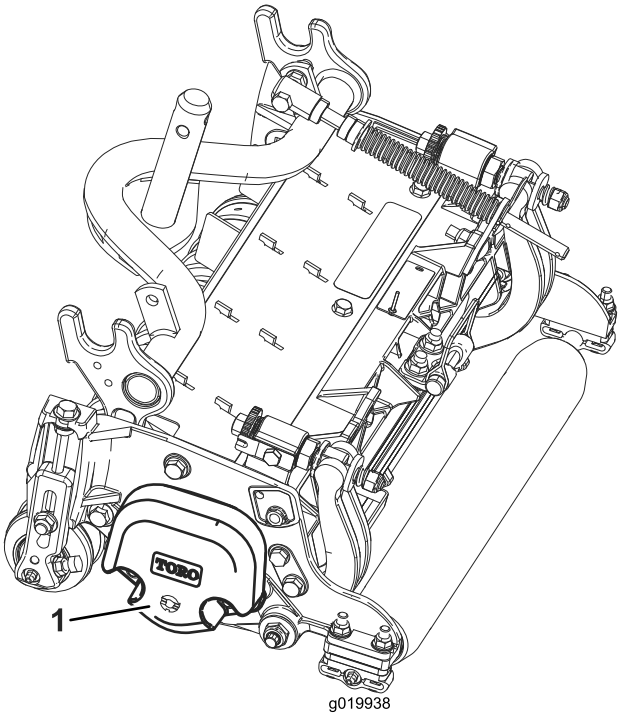

**Figuur 3**
4. Zorg ervoor dat het contragewicht (Figuur 3) wordt gemonteerd aan het juiste uiteinde van de maai-eenheid volgens de instructies in de *Gebruikershandleiding* van de maai-eenheid.